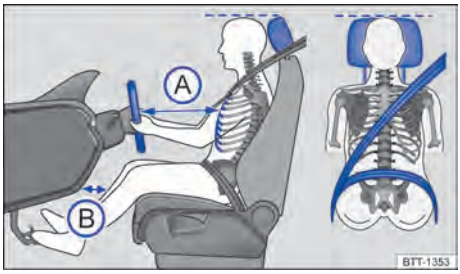

Fig. 21 Distância correta do condutor em relação ao volante, posição correta do cadarço do cinto de segurança e ajuste correto do apoio para cabeça.
– Ajustar o banco de modo que a distância entre o volante e o tórax tenha no mínimo 25 cm → Fig. 21 Ⓐ e que o condutor possa segurar o volante pela borda externa com as duas mãos e os braços ligeiramente flexionados.
– Ajustar o banco do condutor na direção longitudinal de modo que os pedais possam ser acionados com as pernas ligeiramente arqueadas e a distância para o painel de instrumentos na área do joelho seja de, no mínimo, 10 cm → Fig. 21 Ⓑ.
– Para os bancos com apoio para cabeça: ajustar o apoio para cabeça de modo que a sua borda superior se encontre preferencialmente na mesma linha da parte superior da cabeça → Fig. 21 – porém não abaixo da altura dos olhos. Posicionar a parte posterior da cabeça o mais perto possível do apoio para cabeça.